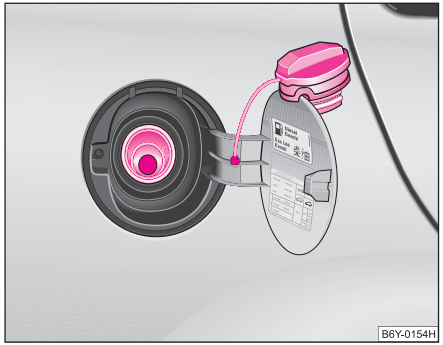

Fig. 133 Clapeta rezervorului
Există mai multe tipuri de benzină. Citiţi manualul „Date tehnice“, pentru a afla ce tipuri de benzină se potrivesc autovehiculului dumneavoastră. Aceleaşi informaţii le veţi găsi şi pe partea interioară a capacului rezervorului de benzină ⇒ pagina 179, fig. 133.
– Deşurubaţi capacul spre stânga şi aşezaţi-l pe clapetă, în partea de sus ⇒ fig. 133.